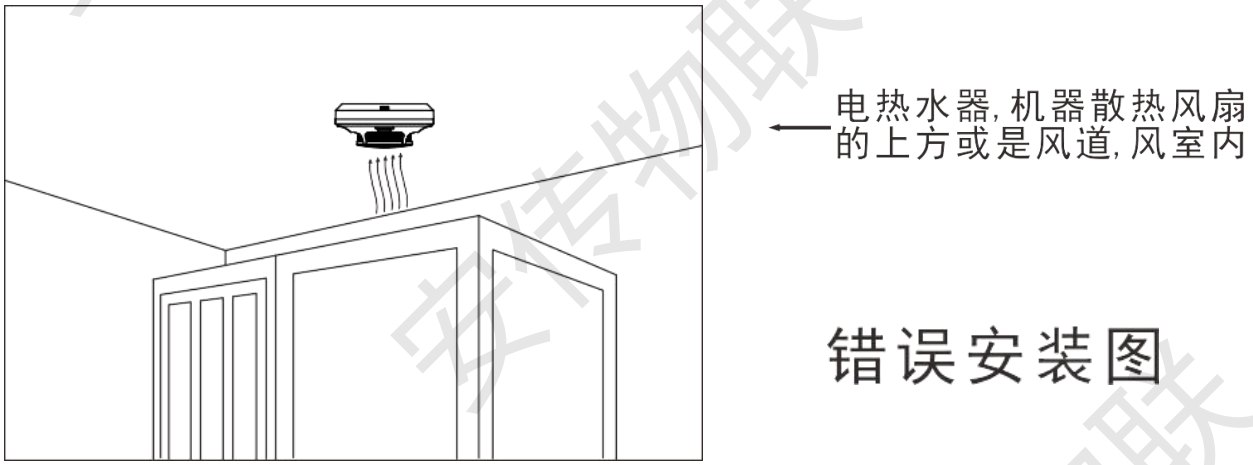

图 4
- 避免把报警器安装在电热水器、机器散热风扇的上方或是装在风道、风室内。这些场所容易产生粉尘 颗粒和冷凝水雾，容易导致报警器误报，如图 4 所示。